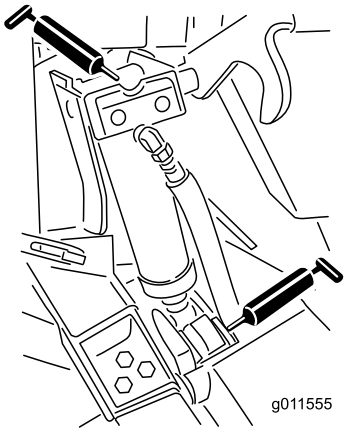

Figur 47
- Lyftcylinderbussningar (4) (Figur 47)